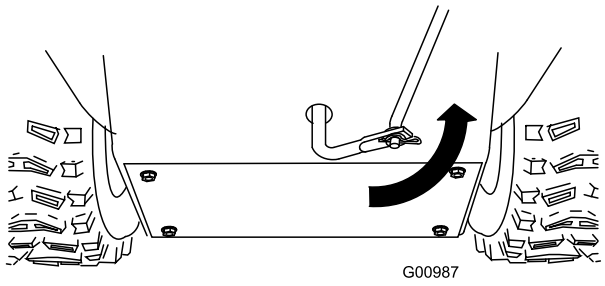

Figur 7
5. Drej den nederste forbindelsesarm helt opad (mod uret) (Figur 7).